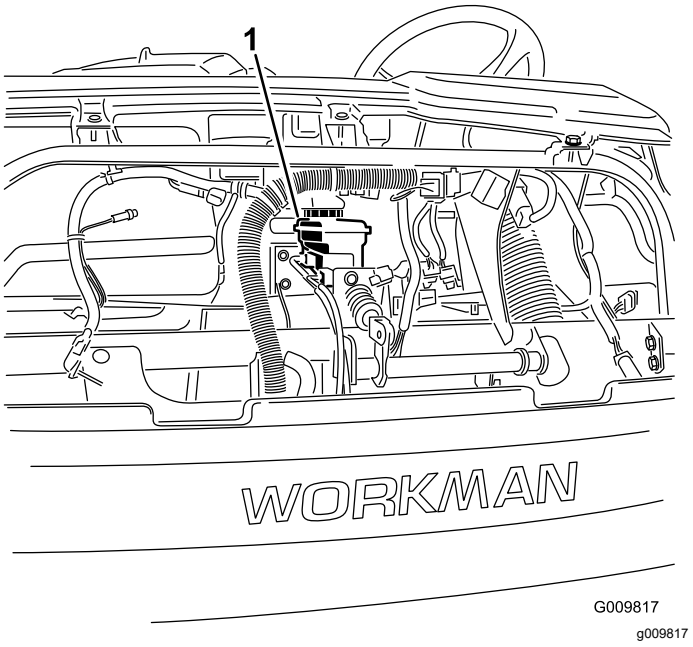

**Figura 56**
4. Levante el capó para acceder al cilindro del freno principal y al depósito (Figura 56).